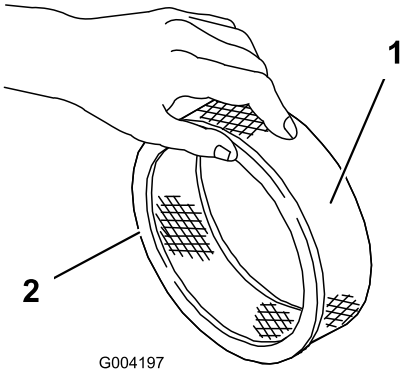

Figur 16
5. Efterse papirfilteret for revner, en olieagtig film og beskadigelse af gummipakningen (Figur 16).
1. Skub forsigtigt skumforfilteret over på papirindsatsen (Figur 16).